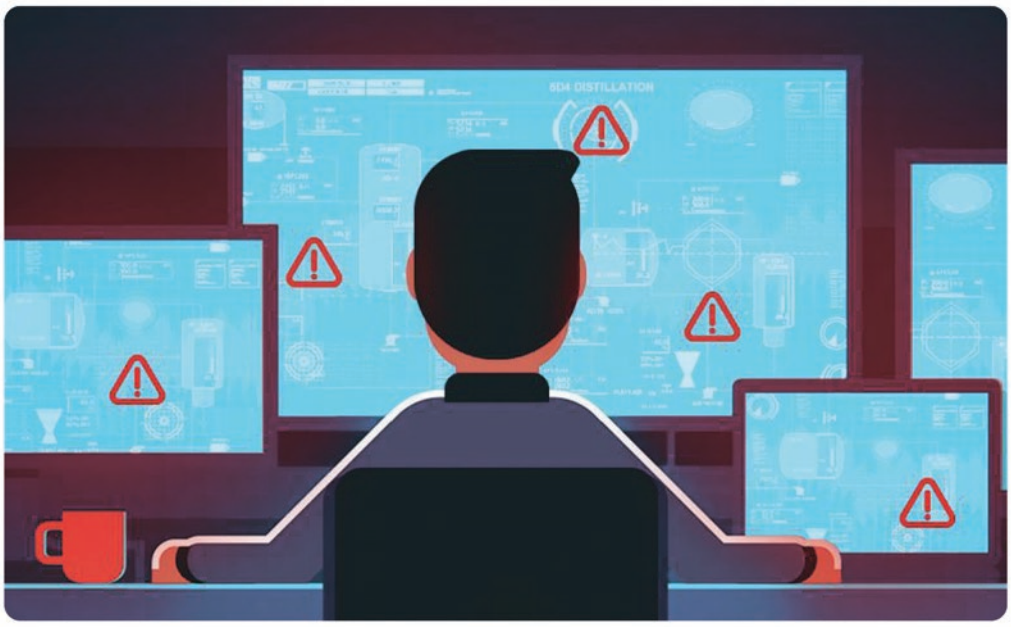

**Rysunek 2.** System alarmowy informuje operatorów o zakłóceniach, z którymi BPCS nie może sobie poradzić automatycznie.
**Rys. 2.** Po ustaleniu, gdzie mają być zainstalowane ochronniki przepięciowe, pomoc w określeniu wartości znamionowej przepięcia (poziomu ochrony) można znaleźć w tabeli zawierającej prądy znamionowe rozdzielnic i tablic rozdzielczych w obiekcie. *Źródło: SolaHD*
System alarmowy informuje operatorów o zakłóceniach, z którymi system BPCS nie może sobie poradzić w sposób automatyczny (rysunek 2). Wymagana jest wtedy reakcja operatora, aby naprawić lub złagodzić problem. Każdy alarm jest z góry zdefiniowany i ma przypisaną reakcję operatora, a operator musi znać odpowiednie działanie. Częstym problemem dla operatorów jest zbyt duża liczba alarmów sygnalizowanych podczas awarii obiektu, co określa się mianem „powodzi alarmów". Takie przypadki zmniejszają szansę, że alarm OPR zostanie potraktowany z należytą uwagą. Procedury reagowania na alarmy powinny być jasne i łatwo dostępne – najlepiej w interfejsie człowiek-maszyna (HMI) – aby operatorzy mogli reagować szyb-